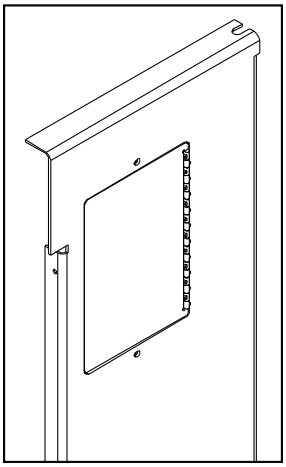

**Figure 31: Control Panel Cover.**
4. Plug the wiring harness into the control panel (see Figure 31).